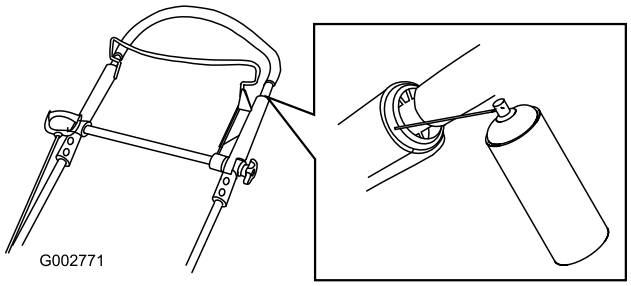

Figur 33
1. Spreja den yttre plaständen på det inre handtaget (Figur 33).